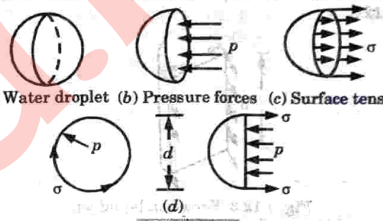

Fig. 1.12.1.
1. As shown in Fig. 1.12.1 consider a water droplet upon which pressure force and surface tension acts.
3. From the free body diagram [Fig. 1.12.1(*d*)] it is clear that two forces are acting on the droplet.